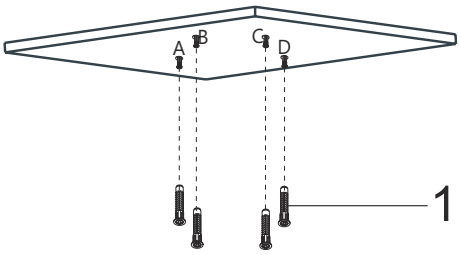

Fig. 10
3. Sæt nu rawlplugs i de borede huller (Fig. 10).